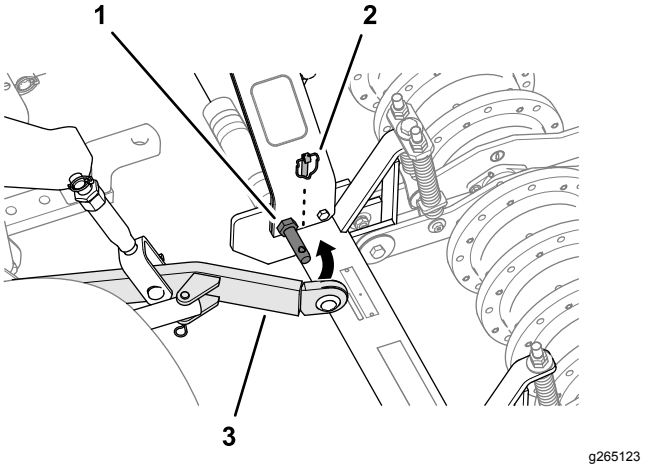

Figur 17
4. Placer dybdelufteren, så de nedre forbindelsesarme på traktionsenheden flugter med løftearmsstifterne på dybdelufteren (Figur 17).
5. Monter de nedre forbindelsesarme til løftearmsstifterne, og fastgør armene med ringstifterne (Figur 17).